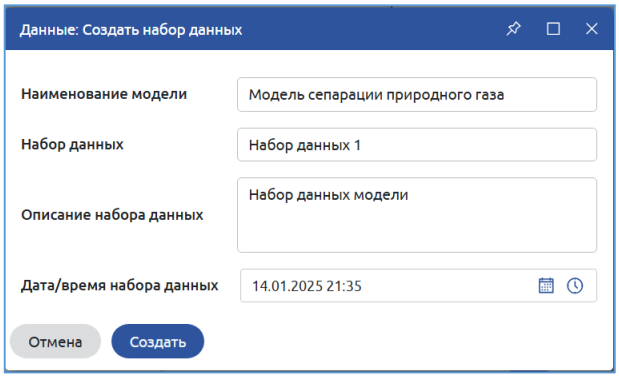

Рисунок 24. Данные: Создать набор данных
3. Выполнить команду «Создать» на панели управления области навигации, будет открыто диалоговое окно «Данные: Создать набор данных» (Рисунок 24).